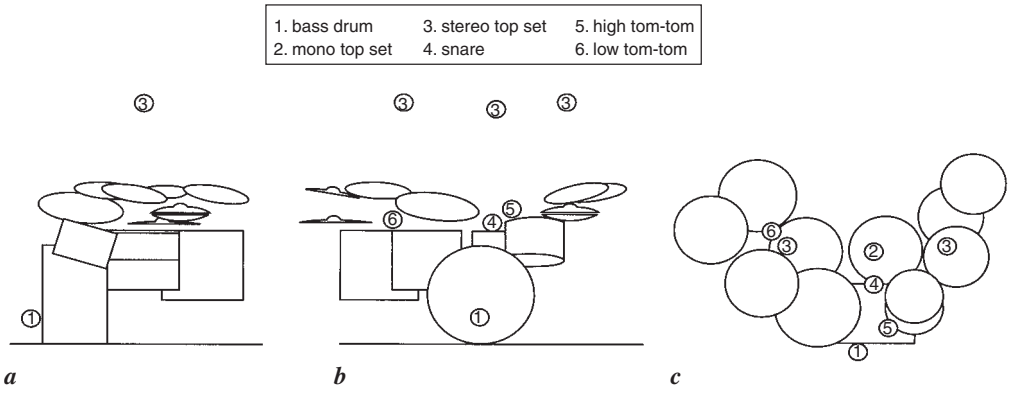

Figure 4.53. *Typical microphone placements for a drum set: (a) top view; (b) front view; (c) side view.*
After the drum set has been optimized for the best sound, the mics can be placed into their pickup positions (Figure 4.53). Because each part of the drum set is so different in sound and function, it's often best to treat each grouping as an individual instrument. In its most basic form, the best place to start when miking a drum set is to start with the fundamental "groups." These include placing a mic on the kick (1) and on the snare drum (4). At an absolute minimum, the entire drum set can be adequately picked up using only four mics by adding two overhead pickups . . . either spaced (3) or coincident (4). In fact, this "bare bones"